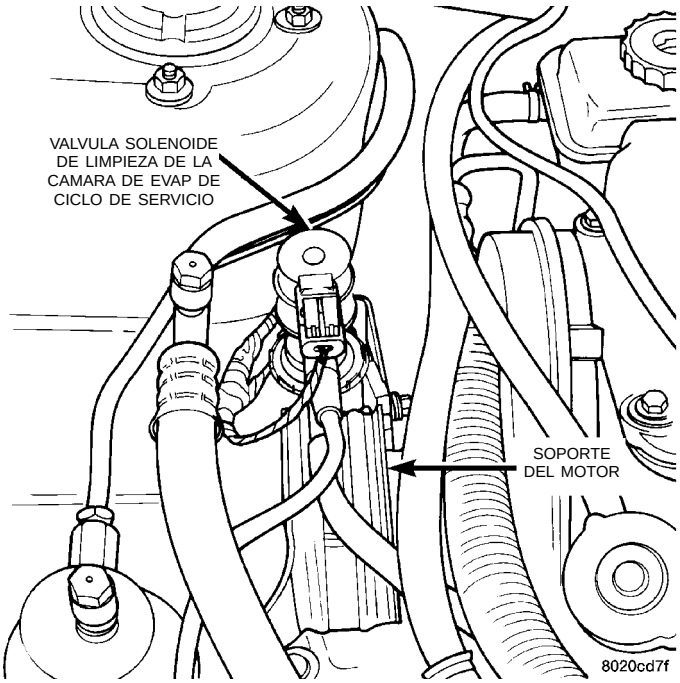

Fig. 62 Solenoide de limpieza de ciclo de servicio
(10) Inspeccione las conexiones eléctricas y de mangueras del solenoide de limpieza de ciclo de servicio (Fig. 62).
(11) Verifique la conexión eléctrica del ventilador del radiador.
(12) Verifique si existe corrosión en las conexiones eléctricas del solenoide del motor de arranque. Veri-